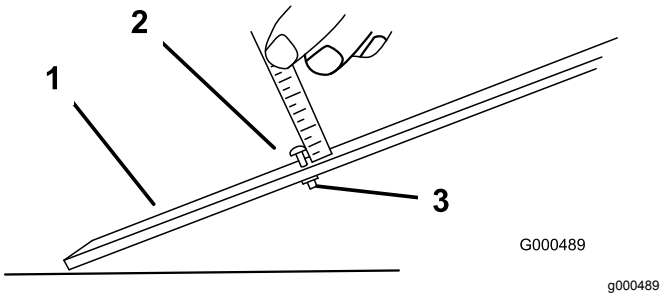

**Figur 10**
2. Lossa muttern på mätstången och ställ in justerskruven på önskad klipphöjd (Figur 10).